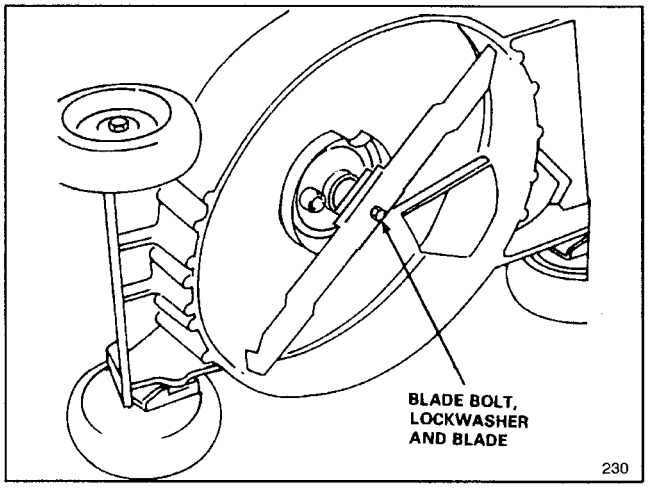

Figure 16
3. Tip mower on its right side (Fig. 16). Avoid rotating the blade because starting problems may result.
5. REMOVING BLADE—Grasp end of blade using a rag or thickly padded glove. Remove blade bolt, lockwasher, and blade (Fig. 16).